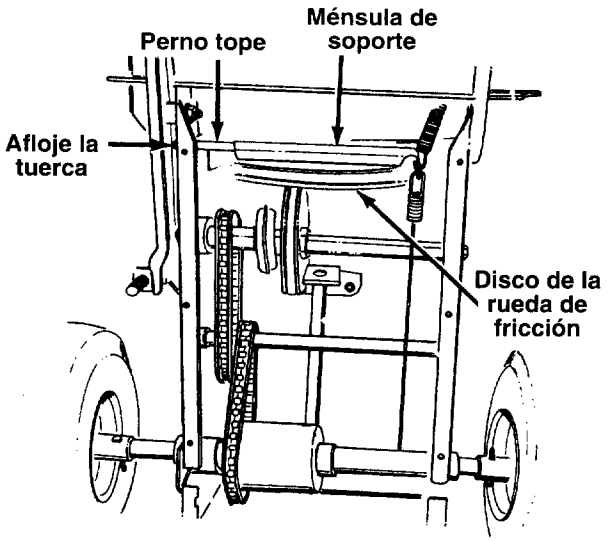

FIGURA 27.
- Afloje la tuerca del perno tope hasta que haya una separación entre la ménsula de soporte y el disco de la rueda de fricción. Vea la figura 27.